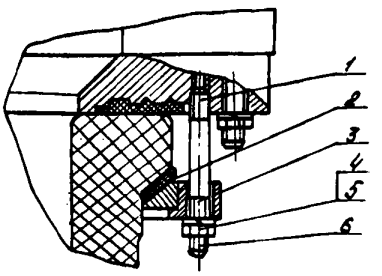

Рис.3I. Узел присоединения опорных изоляторов к камере (см.рис.3, узел Ш):
30.3. Установить нижний фланец камеры на опорный изолятор, навинтить гайки 4 (рис.3I).